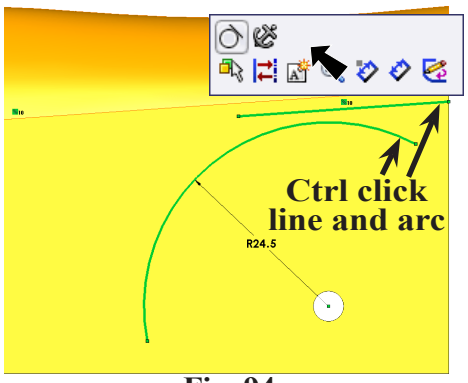

Fig. 94
Step 12. **Click line and Ctrl click arc** to select both. Release Ctrl key and click **Make Tangent** on the Content menu, **Fig. 94**.